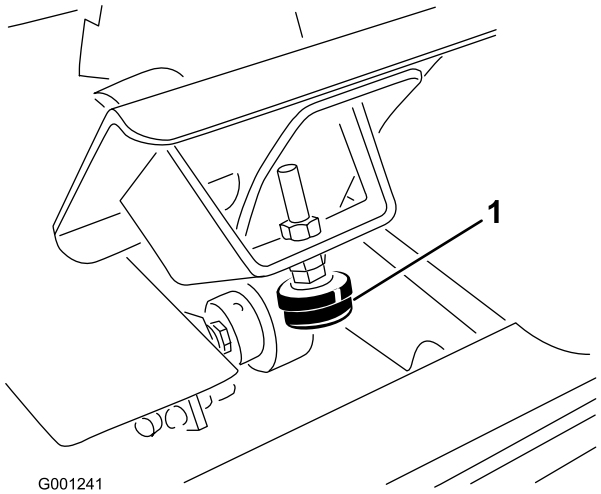

Figur 66
1. Kontroller justeringen af traktionspedalstoppet. Pedalstoppet (Figur 66) skal berøre rammen let, før pumpen når sin fulde vandringslængde.